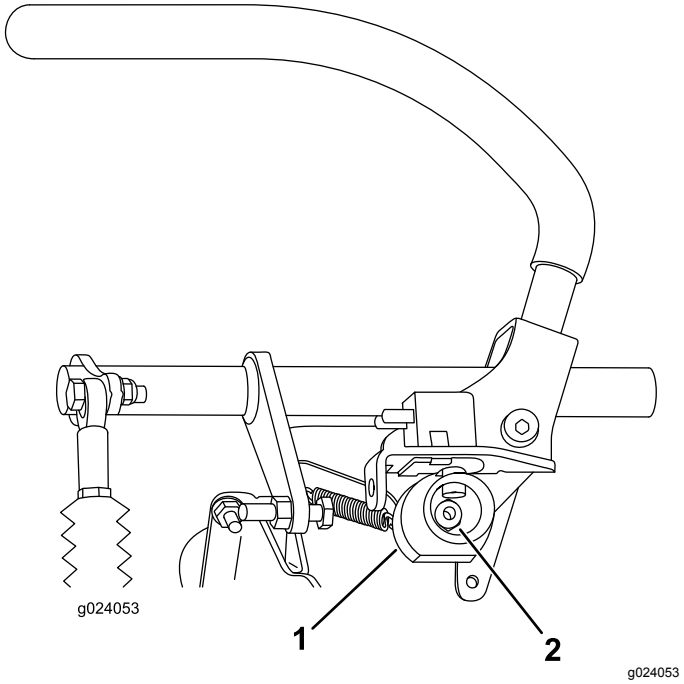

Figuur 69
6. Draai de moer los waarmee de nok is bevestigd (Figuur 69).